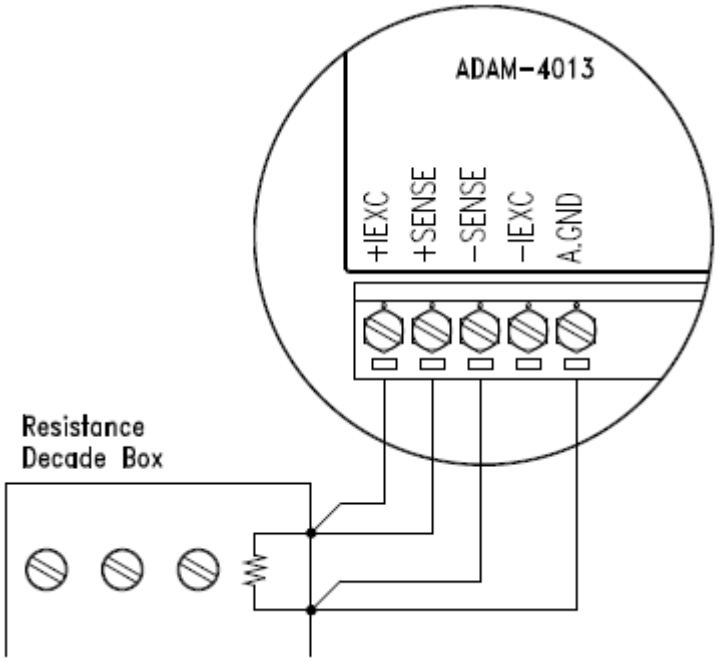

Figure 8.5 Applying calibration resistance
3. Apply the reference Span resistance to the screw terminals using a 4-wire connection. Please refer to Figure 8-5 for the correct wiring diagram and Table 8-2 for the right Span calibration resistance).
4. Apply the reference Offset resistance to the terminals of the module. (Please refer to Figure 8.5 for the correct wiring diagram and Table 8.2 for the right Offset calibration resistance.)